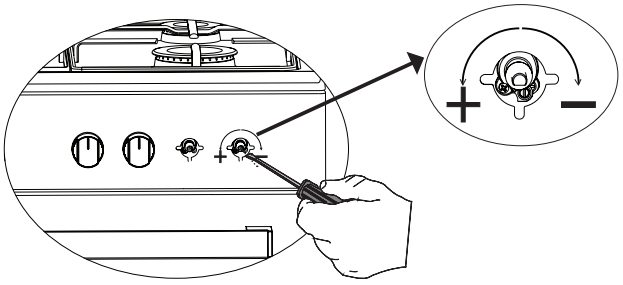

Figura 5
**2.** Com a ajuda de uma chave de fendas do tamanho correto, apertar/soltar o parafuso de definição do gás (Ver figura 5). Isto permite que a chama na posição baixa aumente ou diminua. Ajustar a configuração de gás adequada para que o comprimento da chama seja de pelo menos 4 mm.